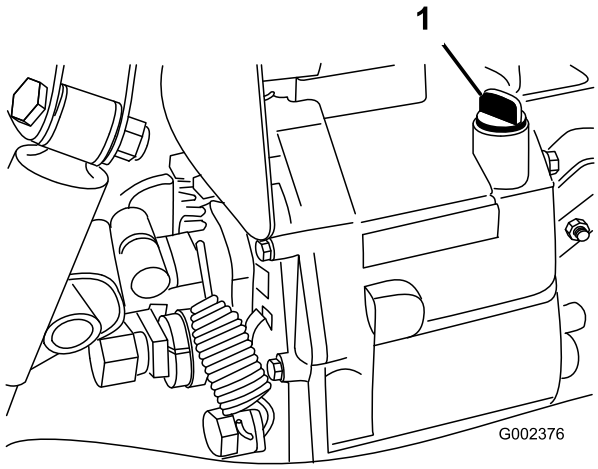

**Figur 16**
2. Rengør området omkring målepinden (Figur 16).